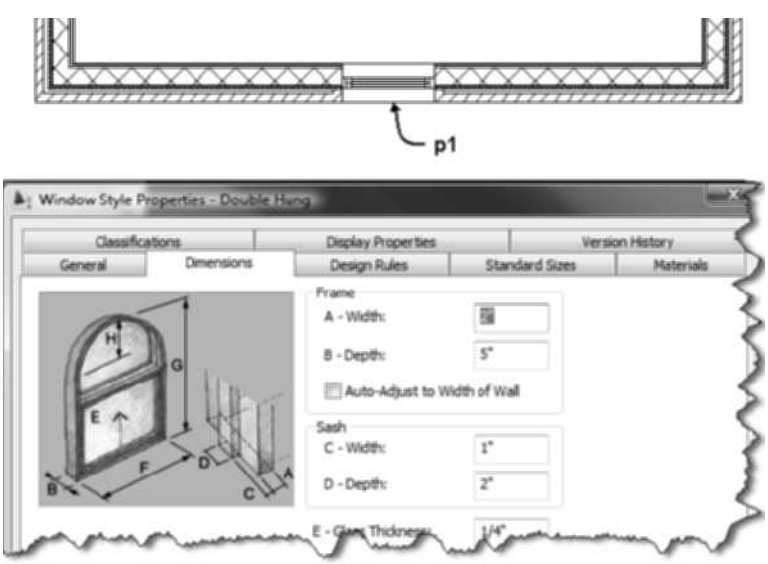

FIGURE 5.37 *Dimensions tab of a window style in the Style Manager*
4. Select the window at p1 as shown in Figure 5.37, and choose **Edit Style** from the Edit Style flyout to open the Window Style Properties dialog box.
6. Choose the **Dimensions** tab. The Dimensions tab shown in Figure 5.37 allows you to specify the size of the frame, sash, and glass size of the window. This tab is similar to the Dimensions tab of a door style.